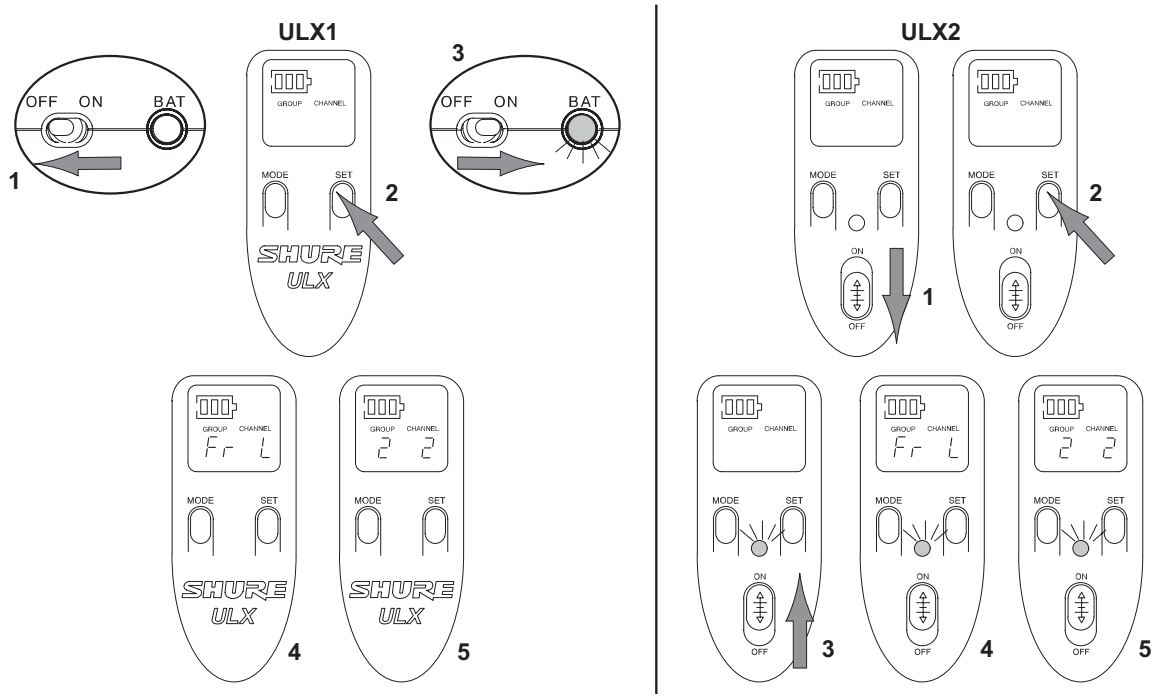

FIGURA 33
1. Vedi Figura 33. Spegnete il trasmettitore ed aspettate che l'illuminazione del display si spenga.